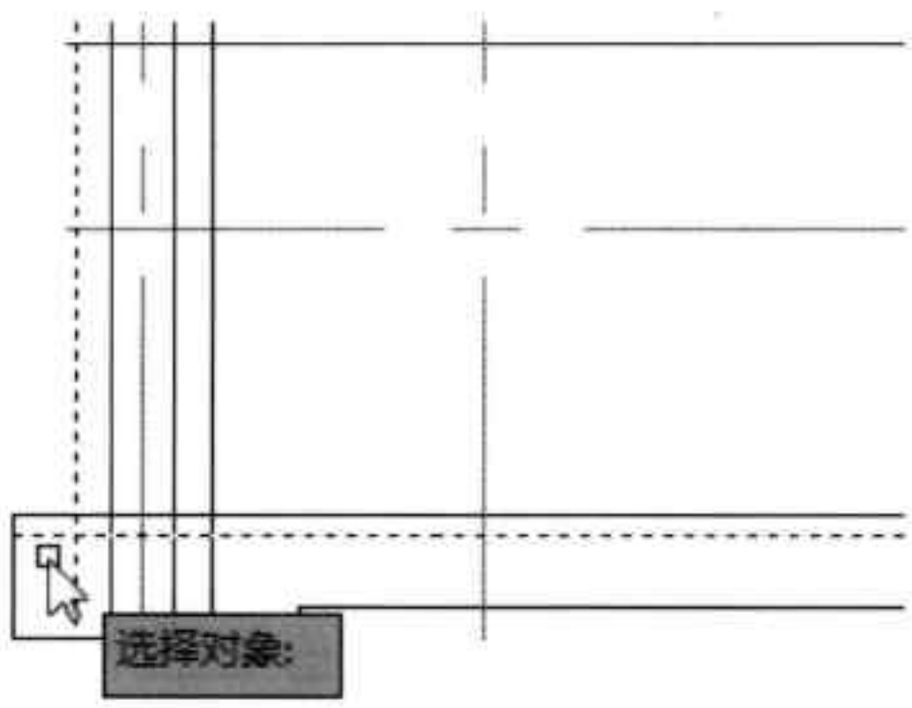

图21-66 选择修剪边界
Step 25 执行“修剪”命令，修剪线段，选择剪切边界，如图 21-66 所示。